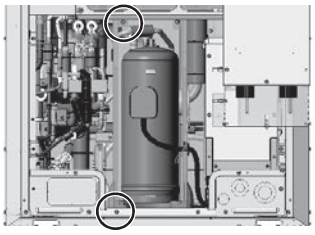

Figure 4
(4) Remove the left compressor cover by unscrewing the two screws. (See Figure 4.)